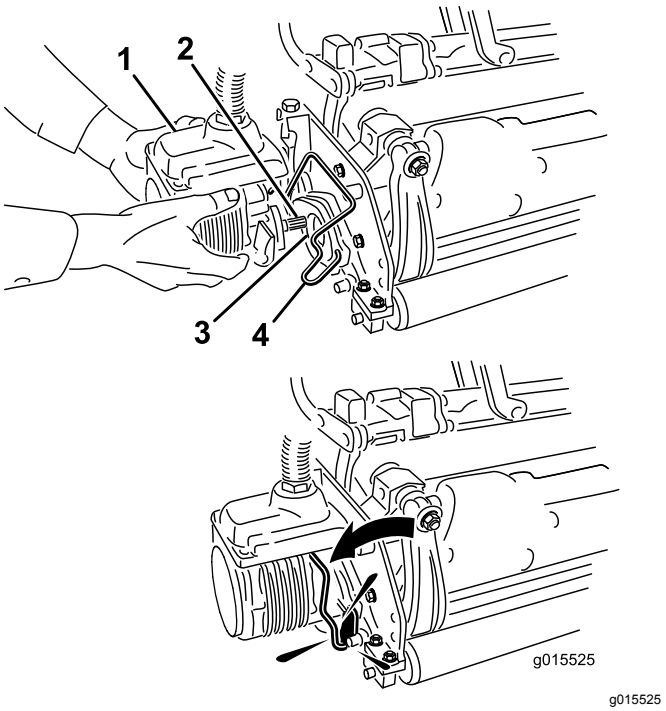

Figur 14
11. Kom rent smørefedt på notakslen i klippeenhedens motor (Figur 14).
12. Sæt motoren ind i klippeenhedens venstre side (set fra førersædet), og træk motorens holdestang på klippeenheden i motorens retning, indtil du hører et "klik" fra begge sider af motoren (Figur 14).